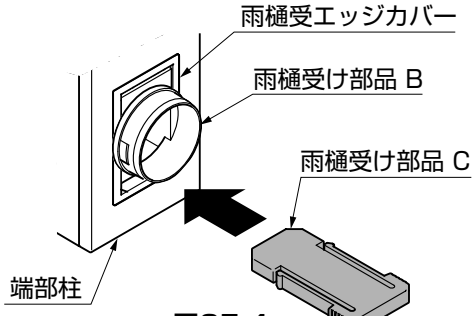

図25-4
③雨樋受け部品 Cを端部柱にはめ込んでください。（図25-4参照）